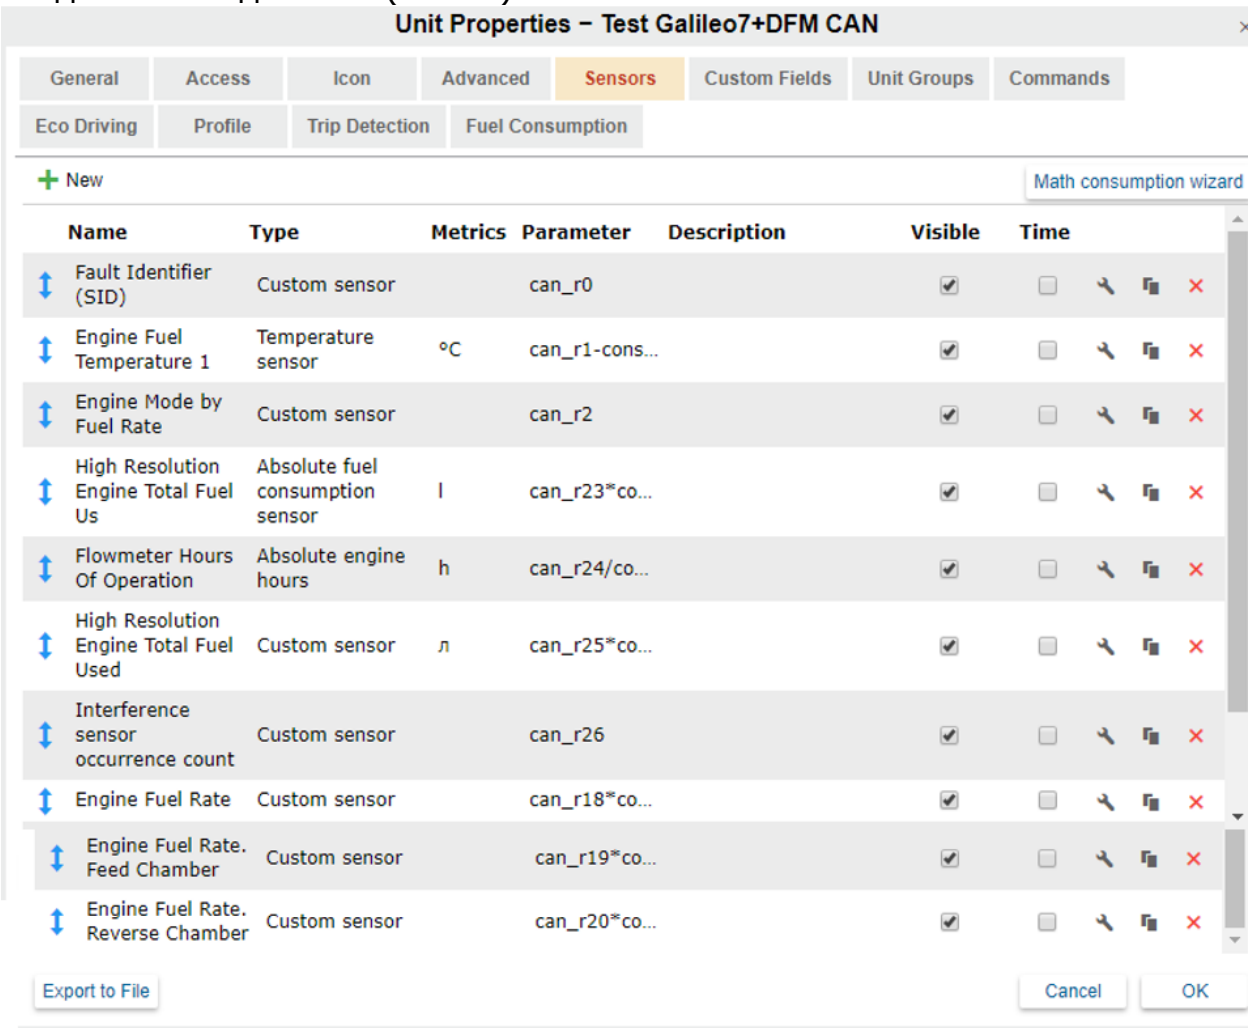

Рисунок 7
5.1.2. Для отображения данных полученных от подключенных датчиков, необходимо в свойствах объекта, на вкладке «Датчики», нажав кнопку «Создать», задать все необходимые параметры создаваемого датчика (Рис. 7):